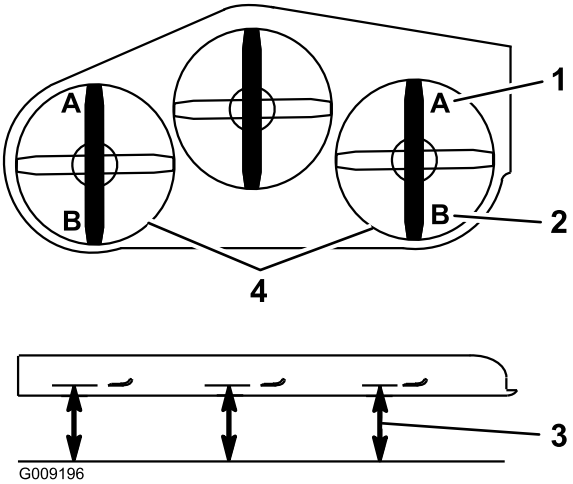

Figur 93
9. Mål fra den jevne overflaten til den fremre tippen på kniven (posisjon A) på begge sider av klippeenheten. Riktig avstand skal være 7,6 cm (Figur 93).
15. Mål fra den jevne overflaten til den bakre tippen på kniven (posisjon B) på begge sider av klippeenheten. Riktig avstand skal være 8,3 cm (Figur 93).